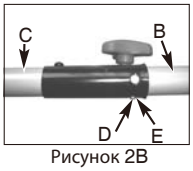

Рисунок 2B
2. Крепко удерживая насадку (B), вставьте ее в быстроразъемный соединитель (C) так, чтобы кнопка фиксатора (D) появилась в основном отверстии (E) быстроразъемного соединителя (рис. 2B)